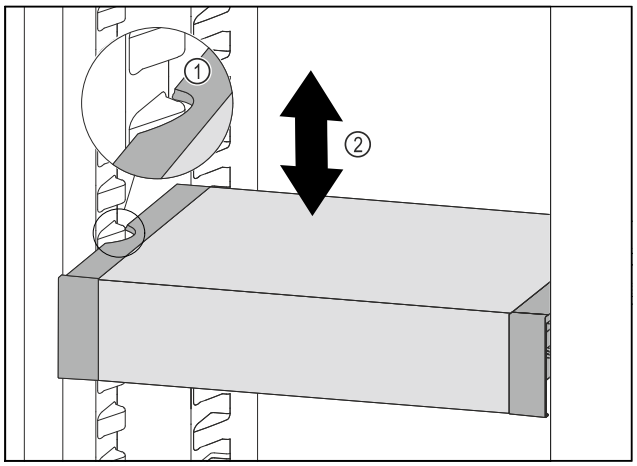

Fig. 175
▶ Trageți în față VarioSafe, până când degajările laterale ale VarioSafe se află la înălțimea nervurii recipientului din frigider. *Fig. 175 (1)*
▶ Mișcați în sus sau în jos VarioSafe în frigider, până când este atinsă înălțimea dorită. *Fig. 175 (2)*